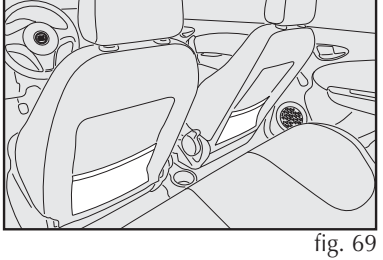

fig. 69
- para algumas versões, uma bolsa porta-objetos na parte posterior do encosto dos bancos dianteiros **fig. 69**.